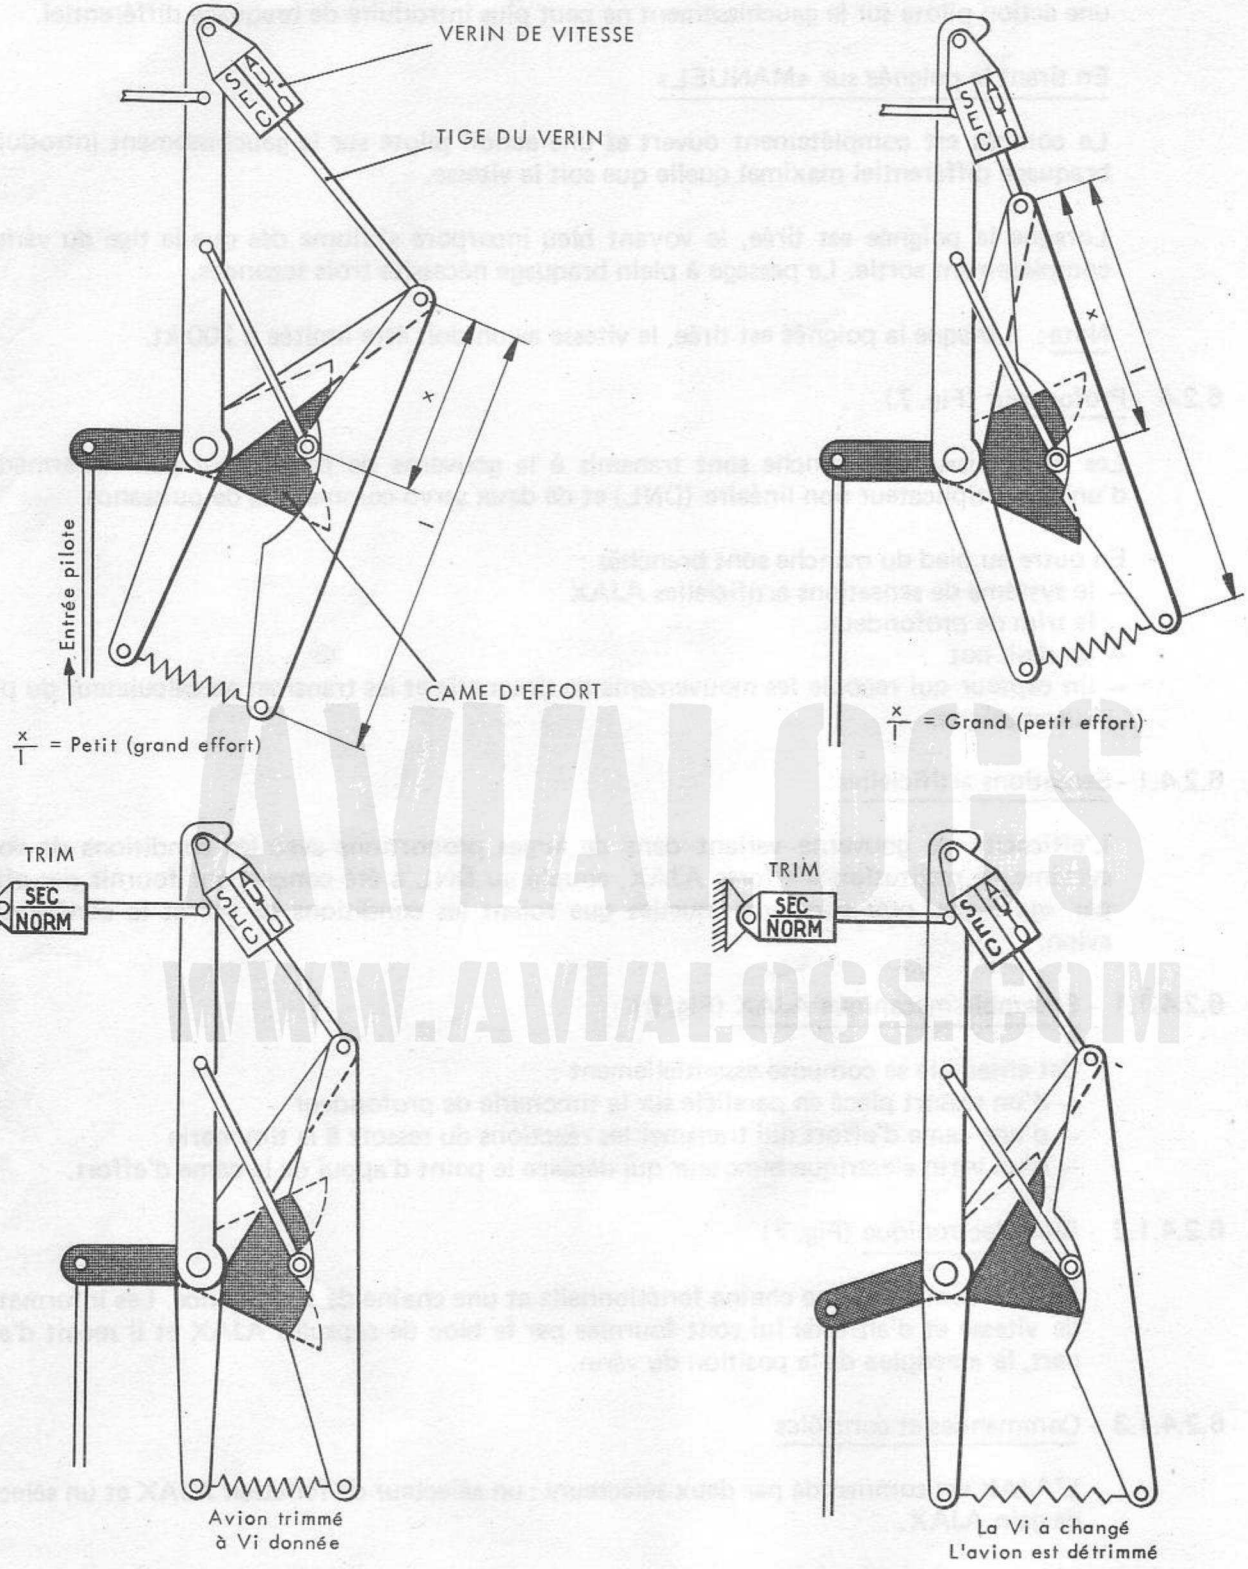

FIGURE 6 – ENSEMBLE MECANIQUE AJAX
6.2.4.1.1 - Ensemble mécanique AJAX (Fig. 6)